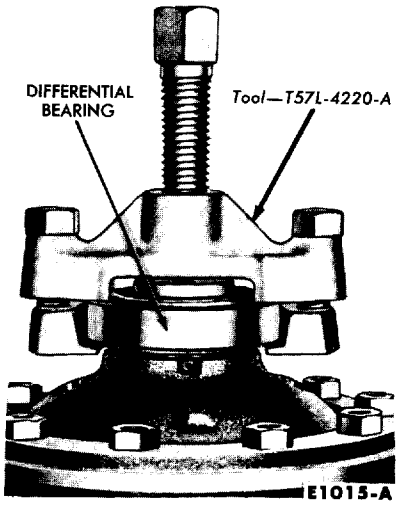

FIG. 6—Differential Bearing Removal
3. If the differential bearings are to be removed, use the tool shown in Fig. 6.
3. Remove the differential bearings (Fig. 6).